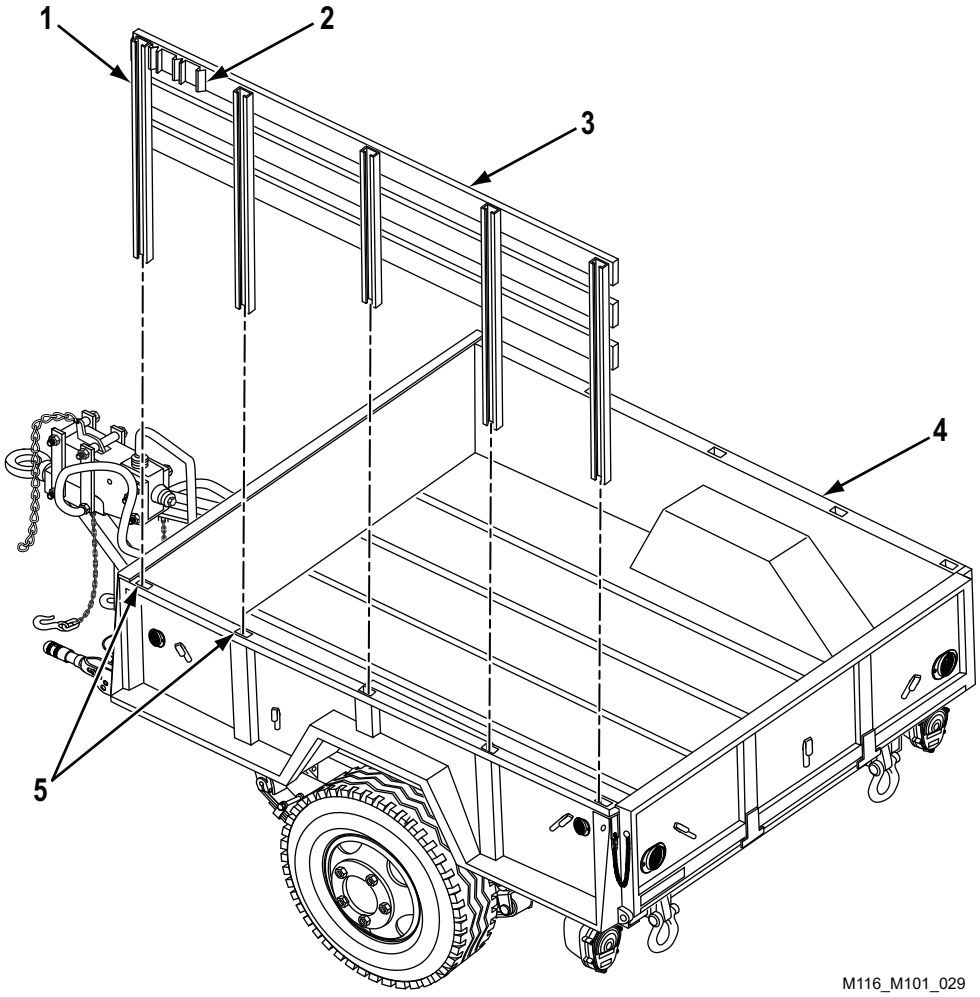

Figure 2. Side Rack Assembly Installation.
2. Lift roadside side rack assembly (Figure 2, Item 3) into position above cargo body (Figure 2, Item 4), with bow clips (Figure 2, Item 2) toward front of trailer.
3. Align five stakes (Figure 2, Item 1) with five stake pockets (Figure 2, Item 5) in cargo body (Figure 2, Item 4). Push stakes (Figure 2, Item 1) evenly into stake pockets (Figure 2, Item 5) until roadside side rack assembly (Figure 2, Item 3) is fully installed in cargo body (Figure 2, Item 4).
4. Repeat Steps 2 and 3 to install curbside side rack assembly (Figure 2, Item 3).